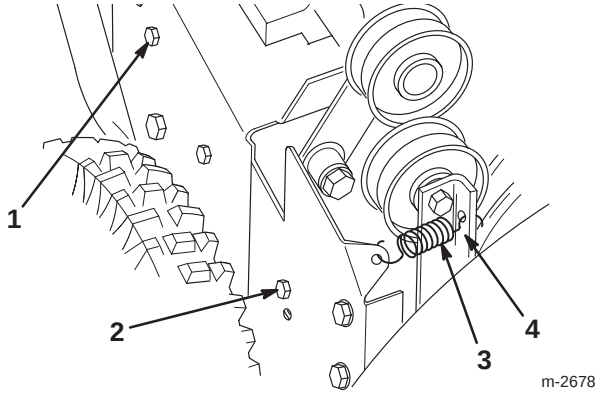

Bild 30
2. Schraube (3)
4. Lösen Sie das Bremsarmelement der Schnecke, indem Sie die hintere Schraube lösen und die vordere Schraube abnehmen (Bild 30).
5. Entfernen Sie die Spannscheibenfeder (Bild 30). Lassen Sie das Bremsarmelement frei hängen. Es darf allerdings nicht im Weg sein.
4. Lösen Sie das Schneckenbremsarmelement, indem Sie die hintere Schraube lösen und die vordere Schraube, mit der das Schneckenbremselement am Rahmen befestigt ist, entfernen (Bild 30).